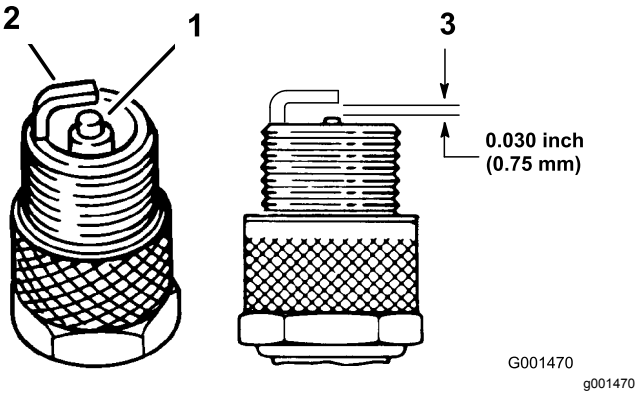

**Figuur 39**
1. Bekijk de binnenkant van de bougie (Figuur 39). Als de isolator lichtbruin of grijs is, werkt de motor naar behoren. Een zwarte laag op de isolator duidt meestal op een vuil luchtfilter.
3. Controleer de afstand tussen de centrale elektrode en de massa-elektrode (Figuur 39).
**Opmerking:** Verbuig de massa-elektrode (Figuur 39) om de juiste afstand in te stellen indien dit nodig is.
3. Sluit de bougiekabel aan op de bougie (Figuur 39).